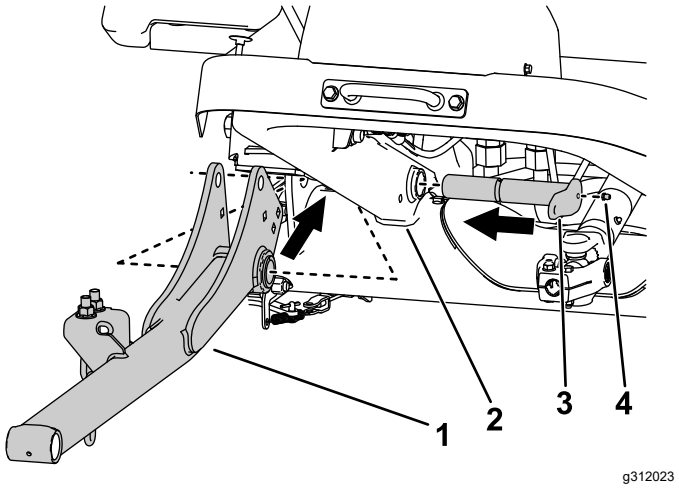

Рисунок 5
2. Используйте 2 больших штифта для установки подъемных рычагов на раму машины (Рисунок 5).
3. Установите масленки на большие штифты (Рисунок 5).